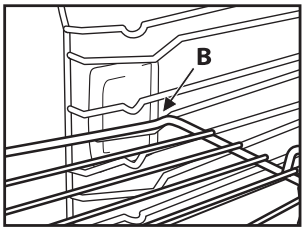

Рис. 2
2. Нахиліть решітку у положення блокування “B” (Рис. 2).